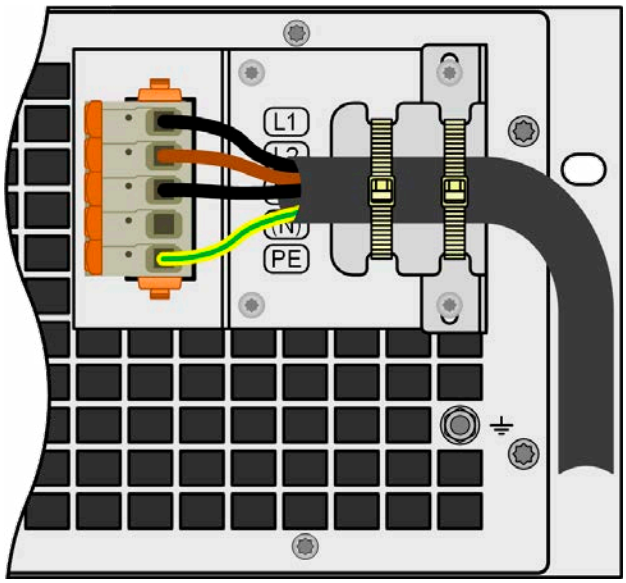

Bild 11 - Fertig montierte Zugentlastung
2. Den Haltewinkel anbringen und mit den mitgelieferten, längeren Schrauben (M3x8) und den Spannscheiben befestigen. Siehe *Bild 11* unten.